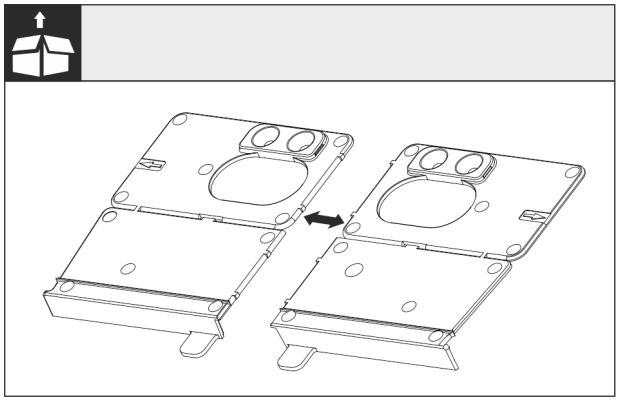

Fig. 27
▶ Separaţi suportul montaj la bază *Fig. 27 ()* de perforaţie.